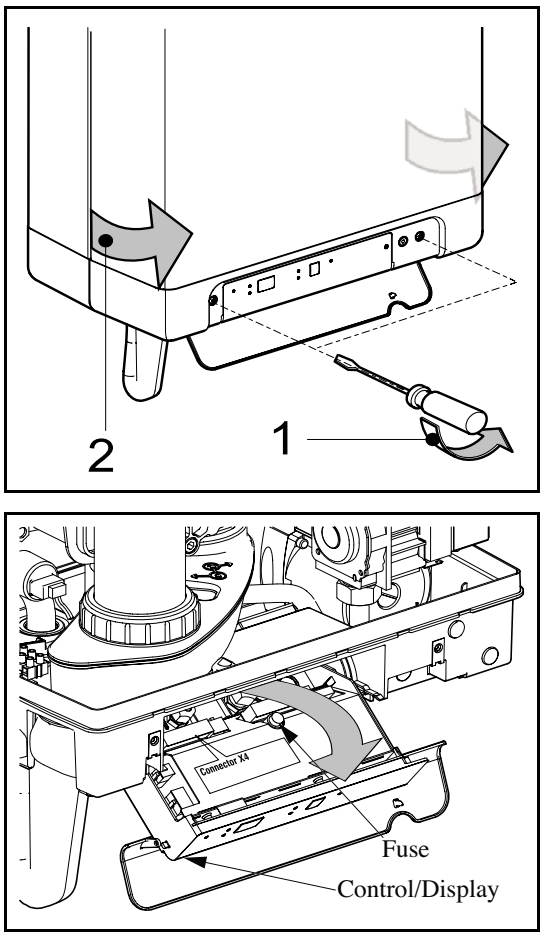

Fig. 17: Accessing Low Voltage X4 Connections
1. Open the display cover and unscrew both screws to remove the front cover, see Fig. 17.
2. Pull the control/display forward until it tips downwards to provide access to the low voltage terminal strip, see Fig. 17.